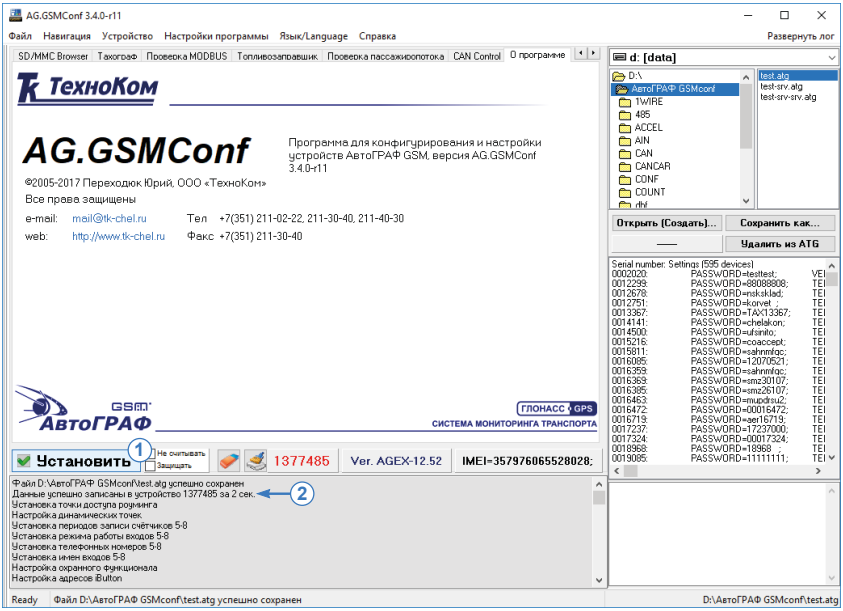

Рис.94. Запись настроек в прибор.
1. Кнопка «Установить» – кнопка позволяет записать настройки в подключенный прибор. При успешной записи настроек высветится значок и появится строка об успешной записи в окне состояния **(Рис.94, п.2)**.